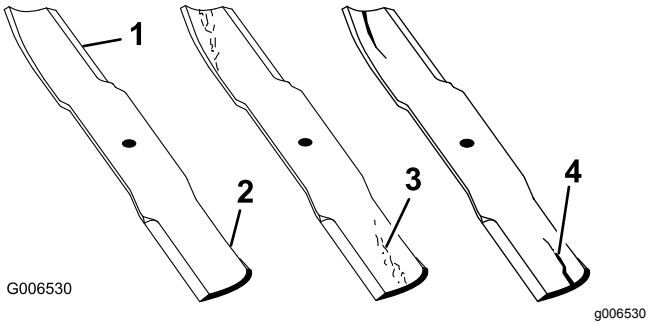

Rysunek 101
1. Sprawdź krawędzie tnące (Rysunek 101).
obszarze, natychmiast zamontuj nowe ostrze (Rysunek 101).